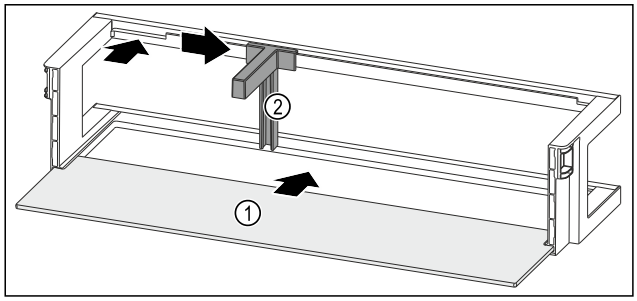

Fig. 214 Door rack with shelf
▶ Push the shelf *Fig. 214 (1)* into the side recesses.
▶ Insert the bottle holder *Fig. 214 (2)* in the recess.
▶ Push the bottle holder *Fig. 214 (2)* to the desired position to the side.